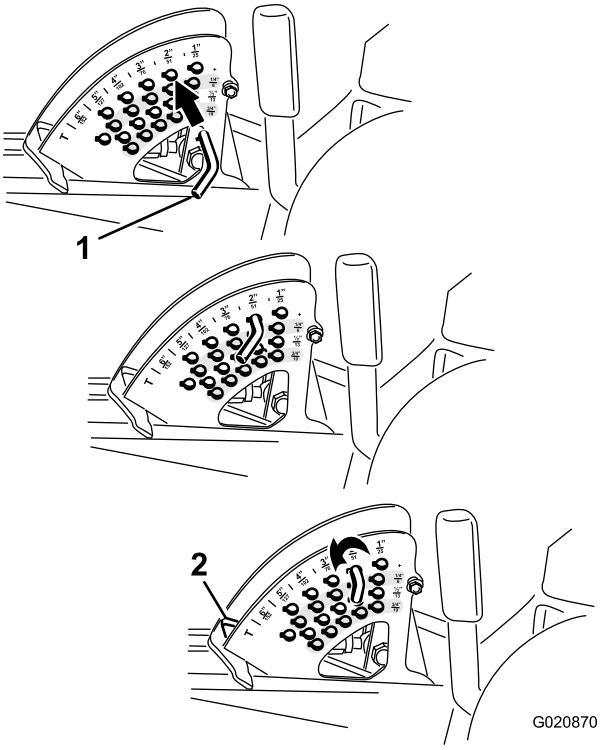

Figuur 20
Opmerking: Om het maaidek te vergrendelen in de opgeheven stand, moet u het maaidek boven de maaihoogtestand van 15 cm opheffen, de aanslagpen voor de maaihoogte verwijderen en de pen in de 15 cm-stand plaatsen (Figuur 20).
2. Om de maaihoogte in te stellen, moet u de aanslagpen draaien totdat de rolpen daarin op een lijn staat met de gleuven in de openingen in de maaihoogtebeugel, en verwijderen (Figuur 20).
3. Kies de opening in de maaihoogtebeugel die correspondeert met de gewenste maaihoogtestand, en steek de pen daarin (Figuur 20).
Opmerking: Er zijn 4 rijen met openingen (Figuur 20). In de bovenste rij vindt u de maaihoogte die staat aangegeven boven de pen. De tweede rij is voor de aangegeven maaihoogte plus 6 mm. De derde rij is voor de aangegeven maaihoogte plus 12 mm. De onderste rij is voor de aangegeven maaihoogte plus 18 mm. Voor de stand van 15,2 cm is er slechts één opening, die zich in de tweede rij bevindt. Hiermee wordt de stand van 15,2 cm niet verhoogd met 6 mm.